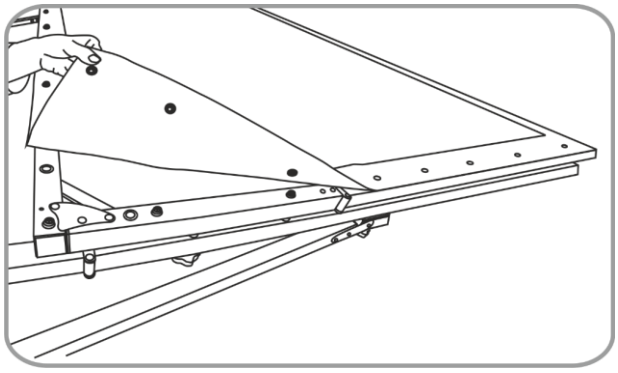
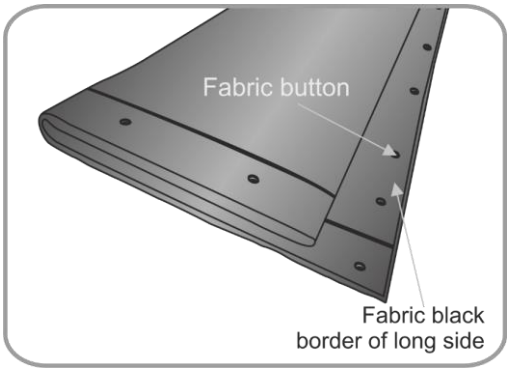
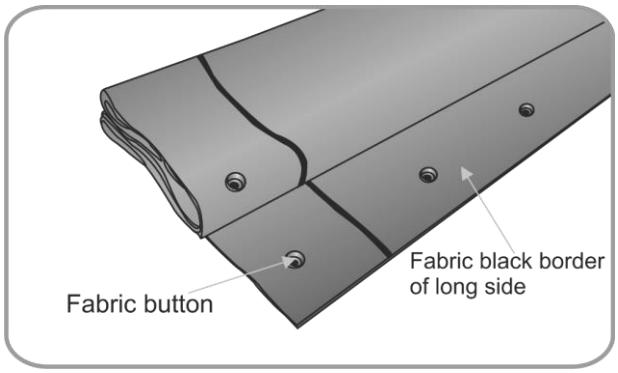
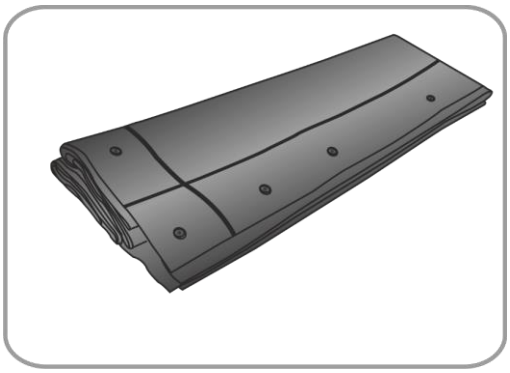

**Afb. 15**
**Afb. 16**
**Afb. 17**
**Afb. 18**
02) Verwijder het doek van het frame door de drukknopen los te maken (afb. 15). Reinig het doek indien nodig. Vouw het doek dubbel langs de korte zijden (afb. 16) en vouw het doek nogmaals dubbel (afb. 17). Het doek van 100 inch moet drie keer worden dubbelgevouwen en de doeken van 120 inch en 150 inch vier keer. Vouw het nogmaals dubbel (afb. 18). Laat de zwarte rand onbedekt om krassen te voorkomen. Voer deze stap niet alleen uit. Dit moet door twee technici worden gedaan.